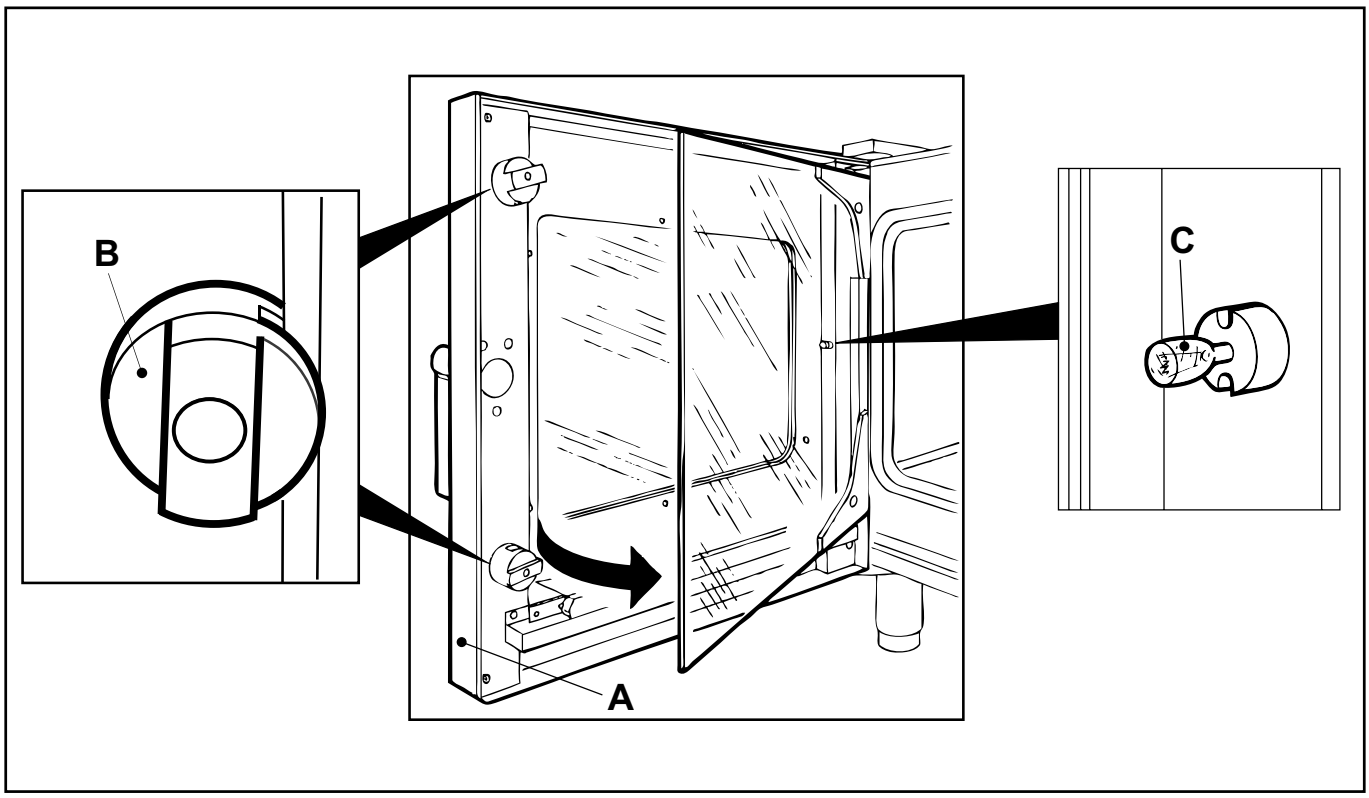

fig. 9
1) Aprire la porta del forno (**A** - fig. 9).
2) Ruotare i fermi in plastica (**B** - fig. 9) di bloccaggio del vetro interno ed aprirlo a libro.
3) Sostituire la lampadina (**C** - fig. 9).